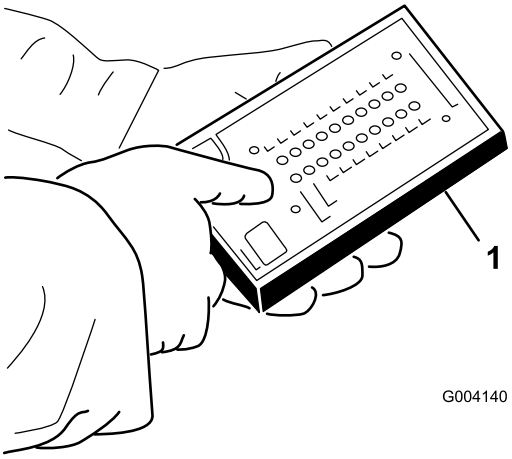

**Figur 28**
5. Slut ACE-fejlfindingsdisplayets stik til ledningsnettets sløjfetilbagekoblingsstik (Figur 28).